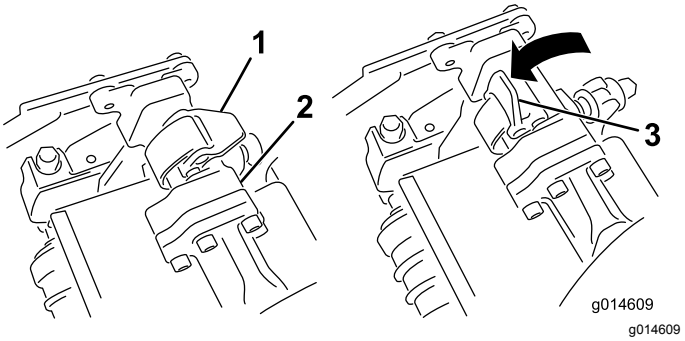
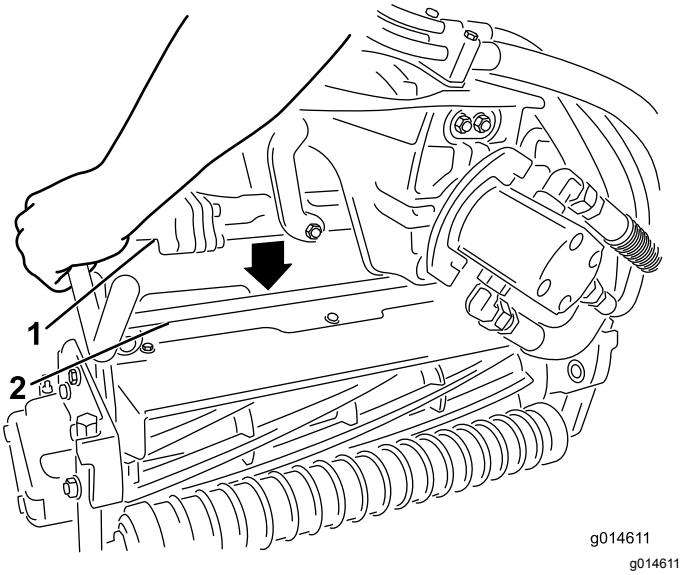

Figure 12
Figure 13
9. Les verrous de la barre de bras de suspension étant orientés en haut (c.-à-d. ouverts) (Figure 12), poussez le bras de suspension vers le bas pour que la barre s'engage sur la barre transversale en haut du plateau de coupe (Figure 13).
10. Fermez les verrous autour de la barre du plateau de coupe et bloquez-les en place (Figure 12).